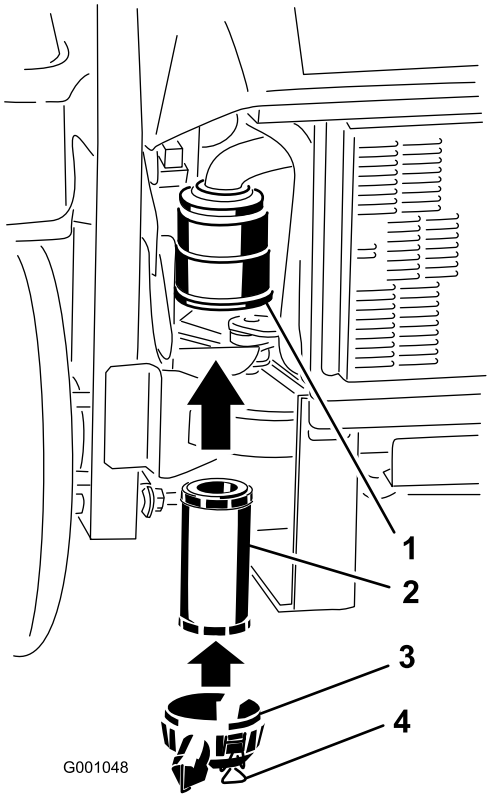

Figur 36
2. Isæt forsigtigt det nye filter i filterhuset (Figur 36). Sørg for, at det er helt på plads ved at skubbe på filterets yderste kant, mens det installeres.
3. Monter luftfilterdækslet, og fastgør låsene (Figur 36).